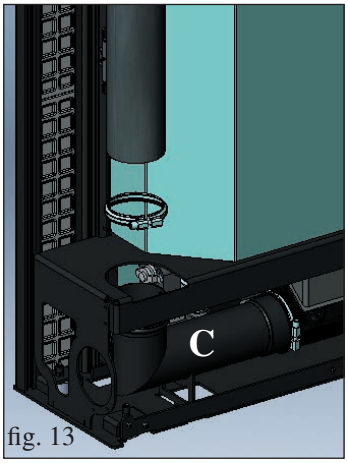

fig. 13
Riposizionare il coperchietto (H) e infilare il tubo uscita fumi (non in dotazione) dall'alto calzandolo sul gomito di raccordo (C - fig. 13/14) mediante fascetta in dotazione.